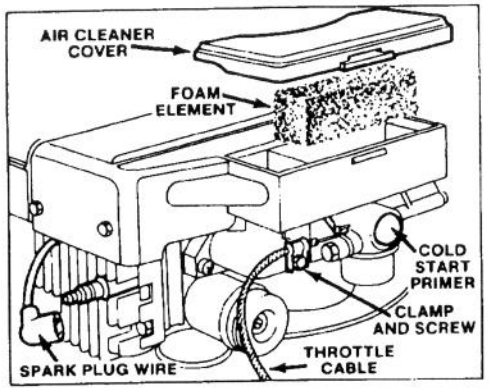

Figure 13
Before starting engine when temperature is below 50° F (10° C), push cold start primer 5 times (Fig. 13), pausing 2 seconds between each push
2. Lift off air cleaner cover and clean thoroughly (Fig. 13).
3. If top of foam element is dirty, remove it from air cleaner body (Fig. 13). Clean thoroughly.
1. Stop engine and pull wire off spark plug (Fig. 13).
2. Clean around spark plug and remove plug from cylinder head (Fig. 13).
4. Loosen cable clamp screw until throttle cable slides (Fig. 13). Move carburetor control arm as far to the left as possible. Pull throttle cable slightly to remove any slack and tighten cable clamp screw to lock adjustment in place.